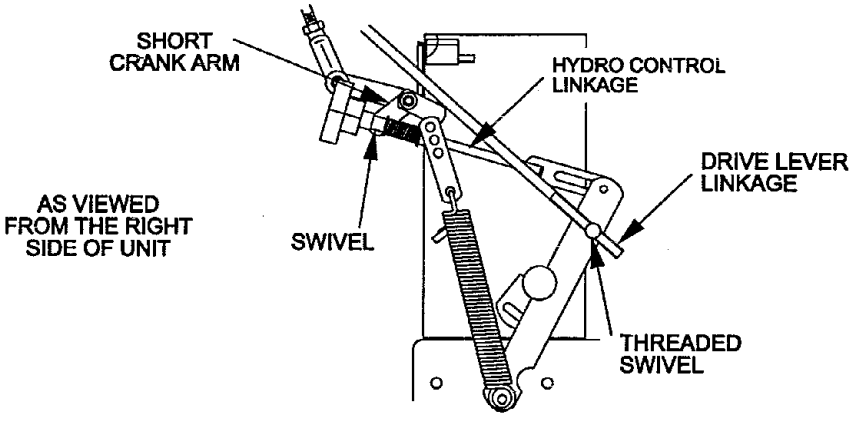
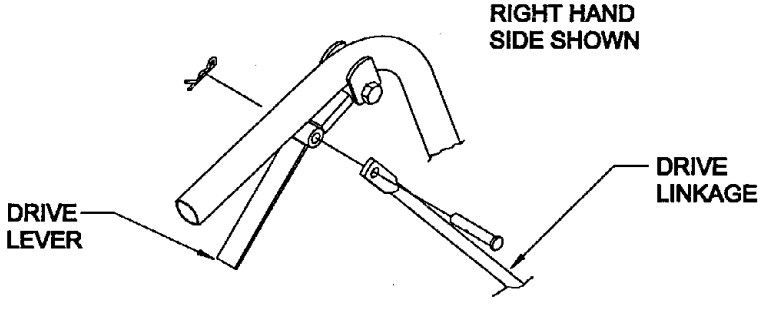

FIG. 6
FIG 7
3.12 Thread each drive linkage into the threaded swivel. (See Figure 6). Connect the upper end of each drive linkage to the drive levers. Fasten with a long clevis pin and cotter pin from the bolt bag. Be sure the clevis pin is first inserted through the drive linkage and then through the drive lever from the outside before installing the hairpin cotter (See Figure 7).